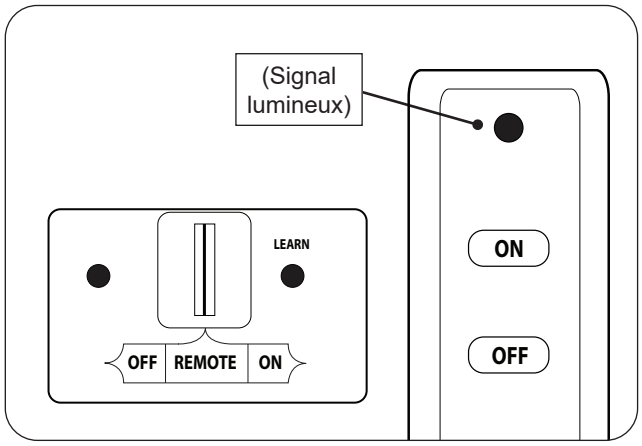

Fig. 54-1 Éclairage à distance
3. Faites glisser le commutateur à 3 positions du récepteur à distance sur **REMOTE** (télécommande) (voir Fig. 54-1).
4. Localisez la télécommande et appuyez sur le bouton **ON** (SUR) (voir Fig. 54-1). La séquence d'allumage commencera.